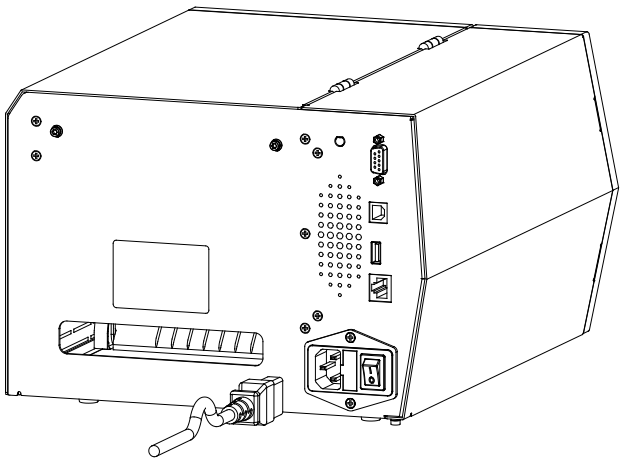

Figure 2-7 Connect the Power Cord
2. Plug the female end of the power cord into the AC Port on the back of the printer. See Figure 2-7.